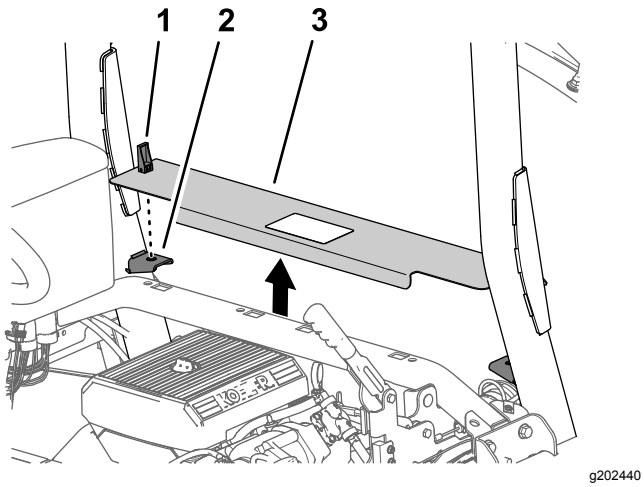

Figur 9
1. Drej op i låsehåndtagene til motorens adgangspanel (Figur 9).
2. Løft motorens adgangspanel, og fjern det fra maskinen (Figur 9).